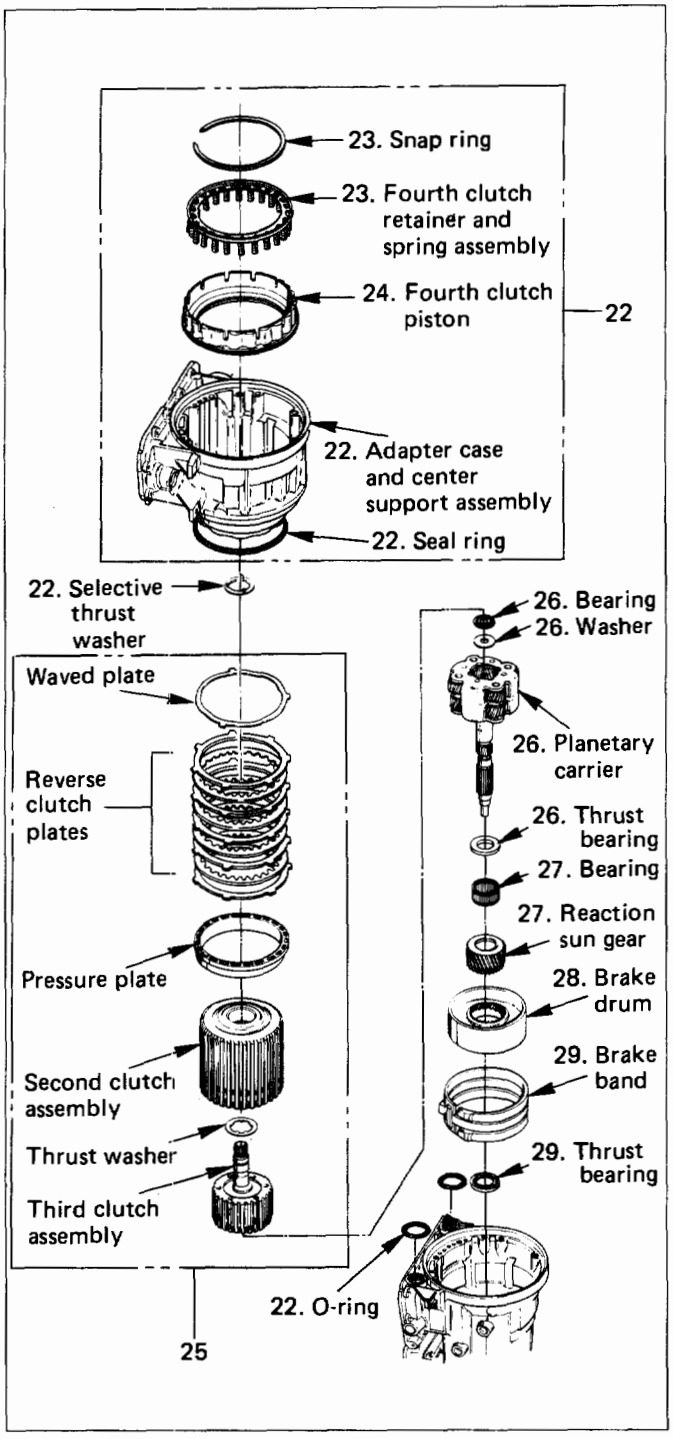

Fig. 7A-36
30. Parking lock and selector lever assembly (Fig. 7A-37)